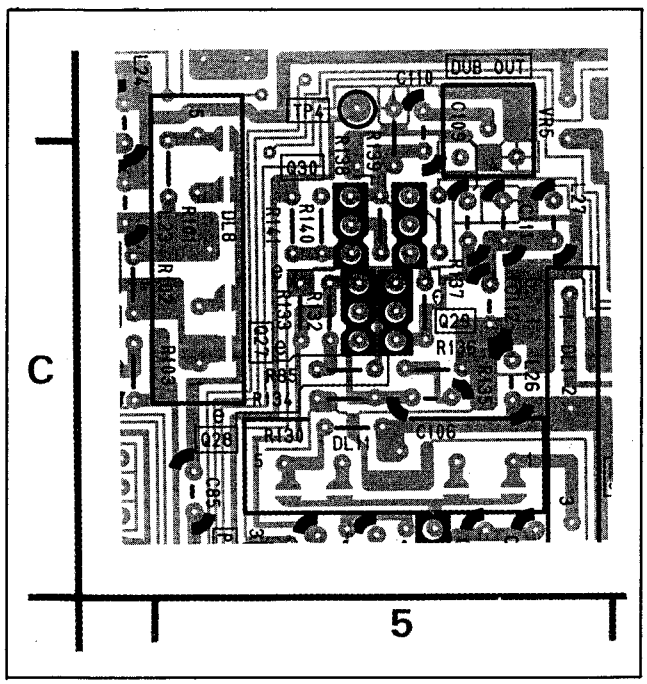

Figure E28
4. If it is not, change the soldered positions of DL8008 and DL8011(DL8008 : 2 --> 1, DL8011 : 2 --> 4) so that Y/C timing becomes less than 4% as shown in Figure E28.